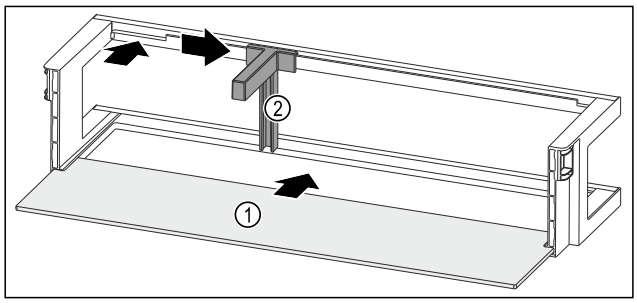

Fig. 216 Balconcino controporta con ripiano
- ▶ Inserire il ripiano *Fig. 216 (1)* negli incavi laterali.
- ▶ Inserire il fermabottiglie *Fig. 216 (2)* nell'incavo.
- ▶ Fare scorrere il fermabottiglie *Fig. 216 (2)* lateralmente alla posizione desiderata.